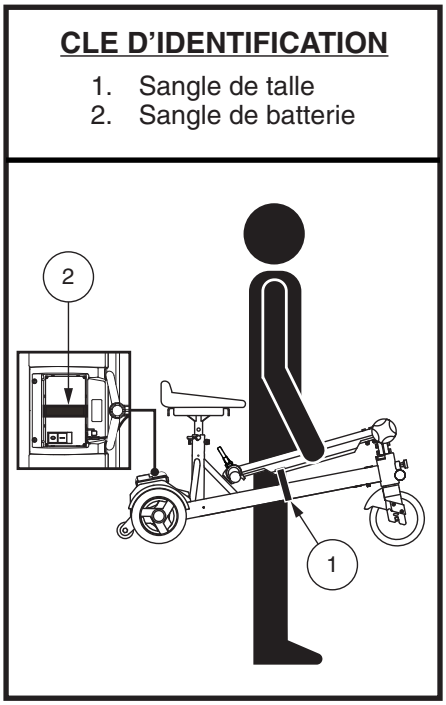

Figure 21. Pliage pour le transport
3. Enroulez fermement la corde autour de la poutre principale à l'aide de la bande velcro réutilisable pour fixer les sangles. **Voir la figure 21.**